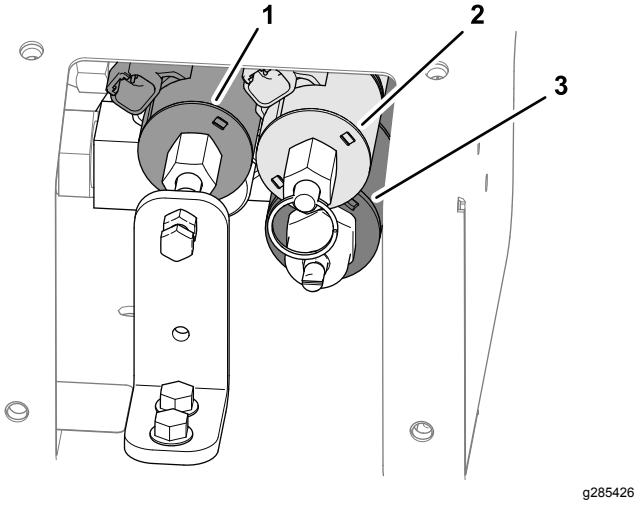

Figuur 28
3. Zoek de 3 regelkleppen (Figuur 28).